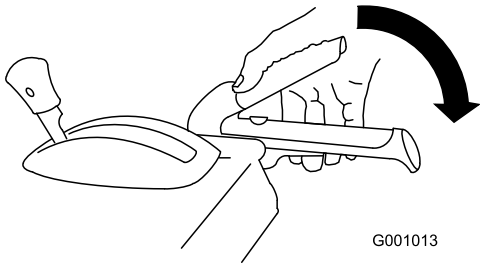

**Figure 37**
1. To engage the auger/ impeller drive, squeeze the right hand (auger/ impeller) lever to the handgrip (Figure 37).